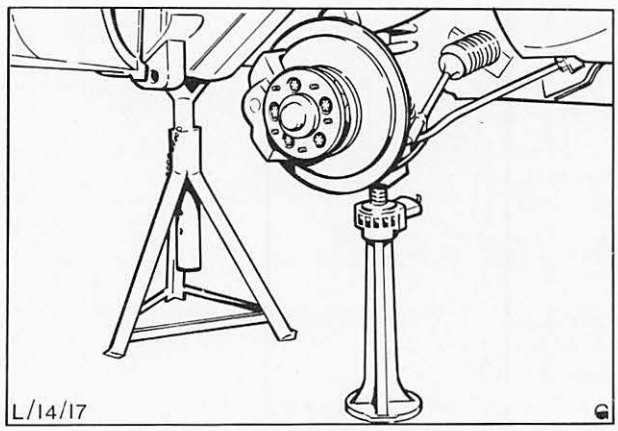

Abb. 52 Spindelheber unter unteren Querlenker setzen
3. Spindelheber unter den unteren Querträger setzen und Feder leicht zusammendrücken, Abb. 52.